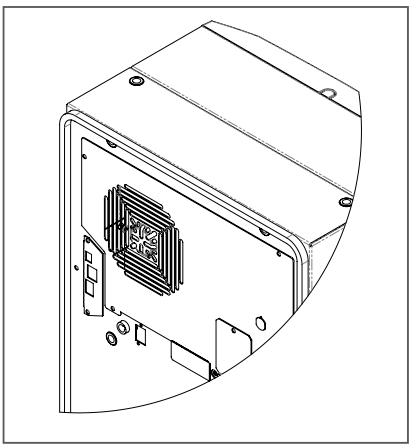

Figure 3
1. Placez le joint de fixation (inclus dans le kit fourni avec l'unité) sur le climatiseur (voir la Figure 3).